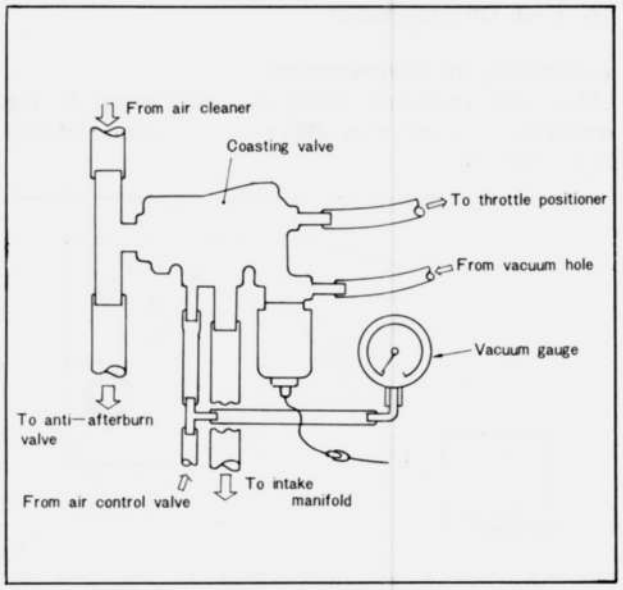

Fig. 1A–51 Checking of coasting valve
1. Attach the vacuum gauge as in Fig. 1A–51.